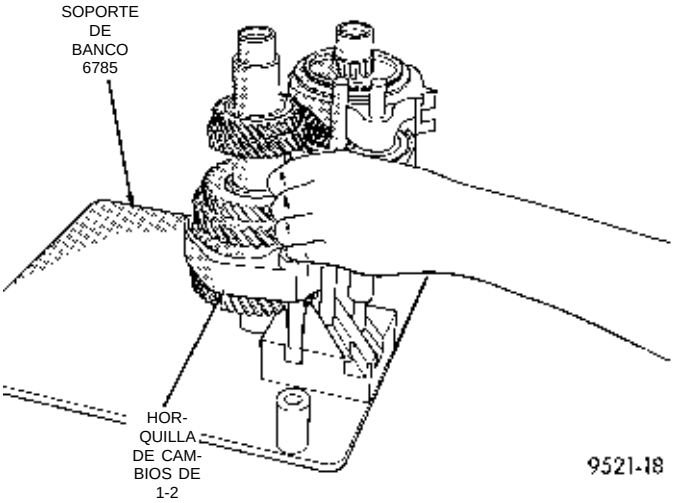

Fig. 58 Instalación de la corredera de cambios
(2) Instale las correderas y las horquillas de cambios en el soporte de banco (Fig. 58).